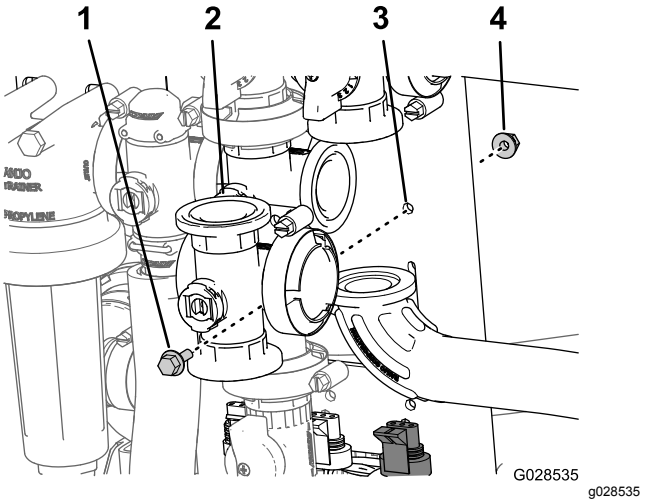

Figur 93
2. Afmonter flangehovedbolten og flangelåsemøtrikken, der fastgør hovedbomventilen til ventilbeslaget, og afmonter ventilmanifolden fra maskinen (Figur 93).